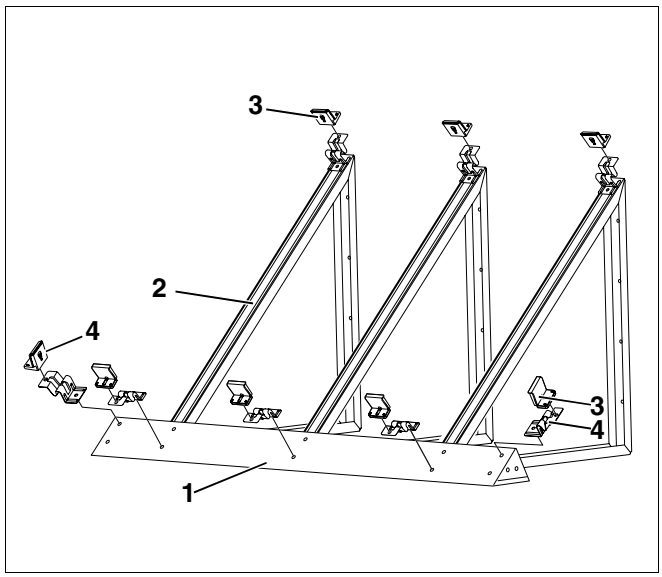

Afb. 8 Staander voor gevel 45°
5.2.4 Montageset staander voor gevel 45° – afb. 8